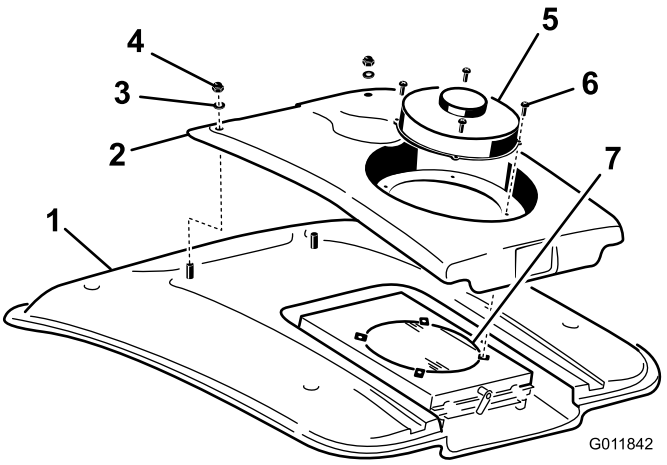

Figura 73
2. Rimuovete le 4 viti che fissano la ventola e il coperchio del condensatore al supporto della ventola (Figura 73).
4. Rimuovete i due dadi e le due rondelle che fissano la parte anteriore del coperchio del condensatore al tetto della cabina (Figura 73).
8. Pulite accuratamente il condensatore dell'aria condizionata con aria compressa (Figura 73).